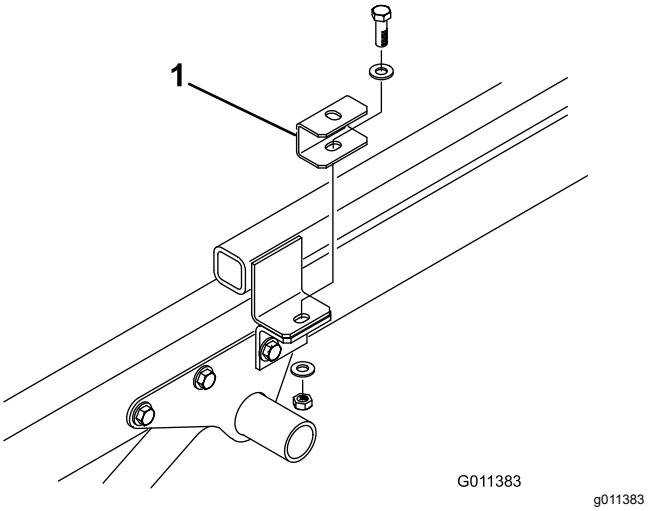

Figur 7
4. Fastgør en afstandsklods øverst på hver af trækrammens tapper med maskinskruen, de 2 flade spændeskiver og låsemøtrikken, som du fjernede tidligere (Figur 7).
6. Anbring maskinen på Workman-køretøjets stel, og ret hullerne i de bageste monteringsbeslag ind efter hullerne i hver side af stellet (Figur 7).